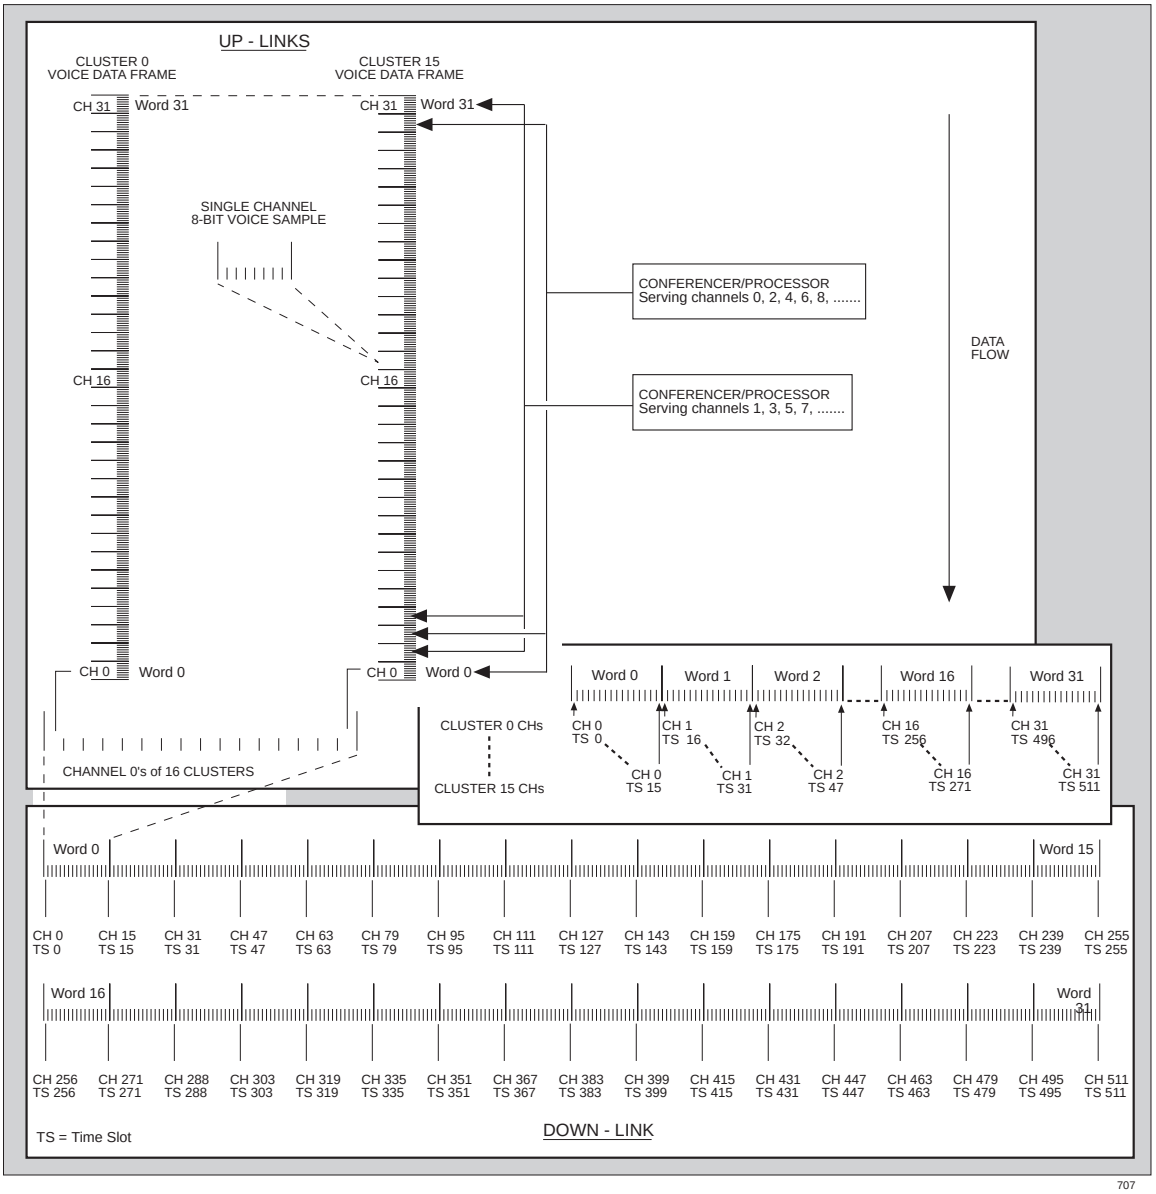

***Figure 4-7. Multiplexing Scheme***
**Figure 4-7** illustrates the multiplexing sequence from the individual channel to the voice data bus. The vertical bit streams of 32 channels each represent the cluster up-links formed from the outputs of the processor/conferencers in each cluster.